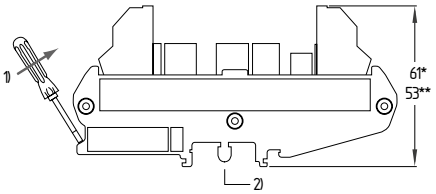

Fig. 6:
**Monitorización de un resguardo de seguridad mediante dos canales según EN ISO 14119 (véase fig. 6)**
Fig. 6 a) Salidas de aviso